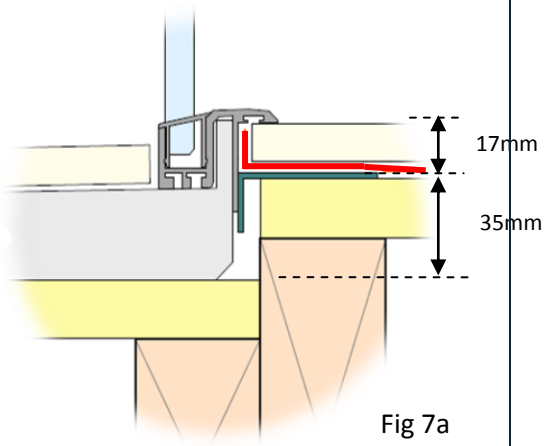

Fig 7a
AVA base can be installed directly onto Particle board, plywood, concrete. For level entry bases, lower floor by approx 35mm (fig 1a). The remaining space for tiling etc should be approx 17mm (fig 7a)
- Level entry applications require Level Entry kit flashing (shown as green angle) to be silicone fixed to base. The waterproofing outside the shower will lap onto this flashing as shown (fig7a)